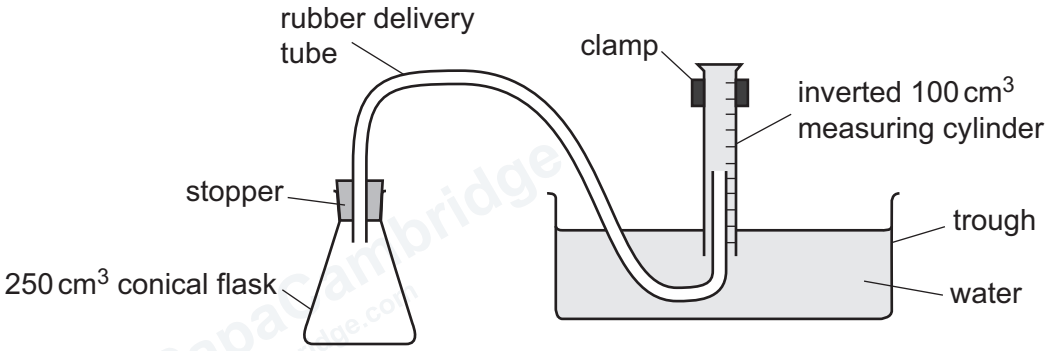

Figure 1.1
You are going to do five experiments using the apparatus shown in Figure 1.1.
- Set up the apparatus as shown in Figure 1.1. Ensure the inverted measuring cylinder is full of water.